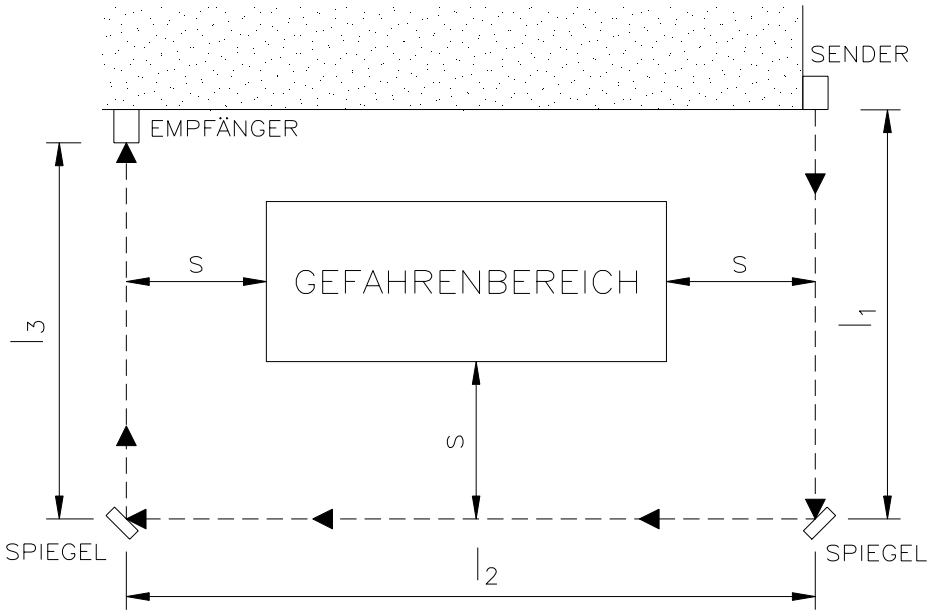

Bild 18
- Bringen Sie die Umlenkspiegel so an, dass der Mindest-Sicherheitsabstand ***S*** (Bild 18) auf jeder Seite des Zugangs zum Gefahrenbereich eingehalten wird.